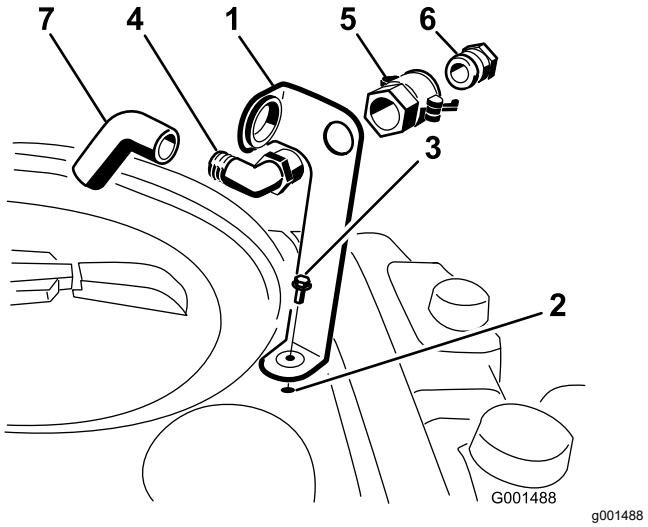

Figura 3
1. Coloque el soporte del dispositivo de llenado sobre el taladro roscado del depósito y fíjelo con una tuerca con arandela prensada (5/16" x ¾"), según se muestra en Figura 3.
acoplamiento rápido, fijándolo al soporte (Figura 3).
3. Instale el adaptador de manguera en el acoplamiento rápido (Figura 3).
4. Bloquee el adaptador en su sitio moviendo las palancas hacia el adaptador y luego fíjelas con los pasadores de horquilla (Figura 3).
5. Instale la manguera antisifónica a través de la abertura grande del soporte y en el extremo dentado del codo de 90° (Figura 3).